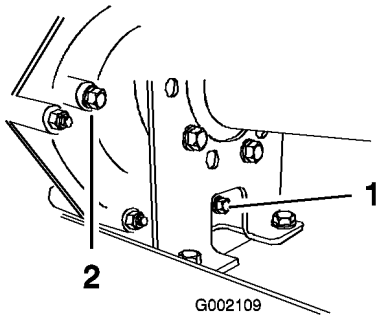
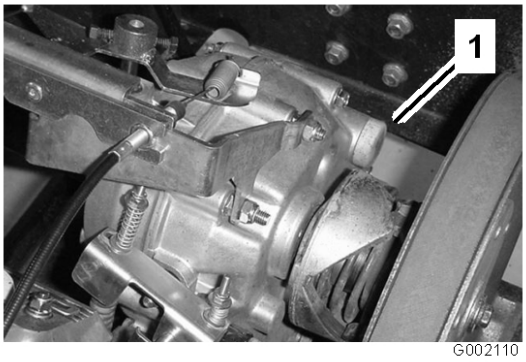

Figur 48
Figur 49
2. Ta bort avtappningspluggen från behållarens högra sida (Figur 48) och låt vätskan rinna ned i ett avtappningskärl. Sätt tillbaka och skruva åt pluggen när vätskan har slutat rinna.
3. Fyll behållaren (Figur 49) med ca 1,4 l motorolja av typen SAE 10W30 eller till dess att oljenivån når upp till botten av nivåindikatorhålet (Figur 48).